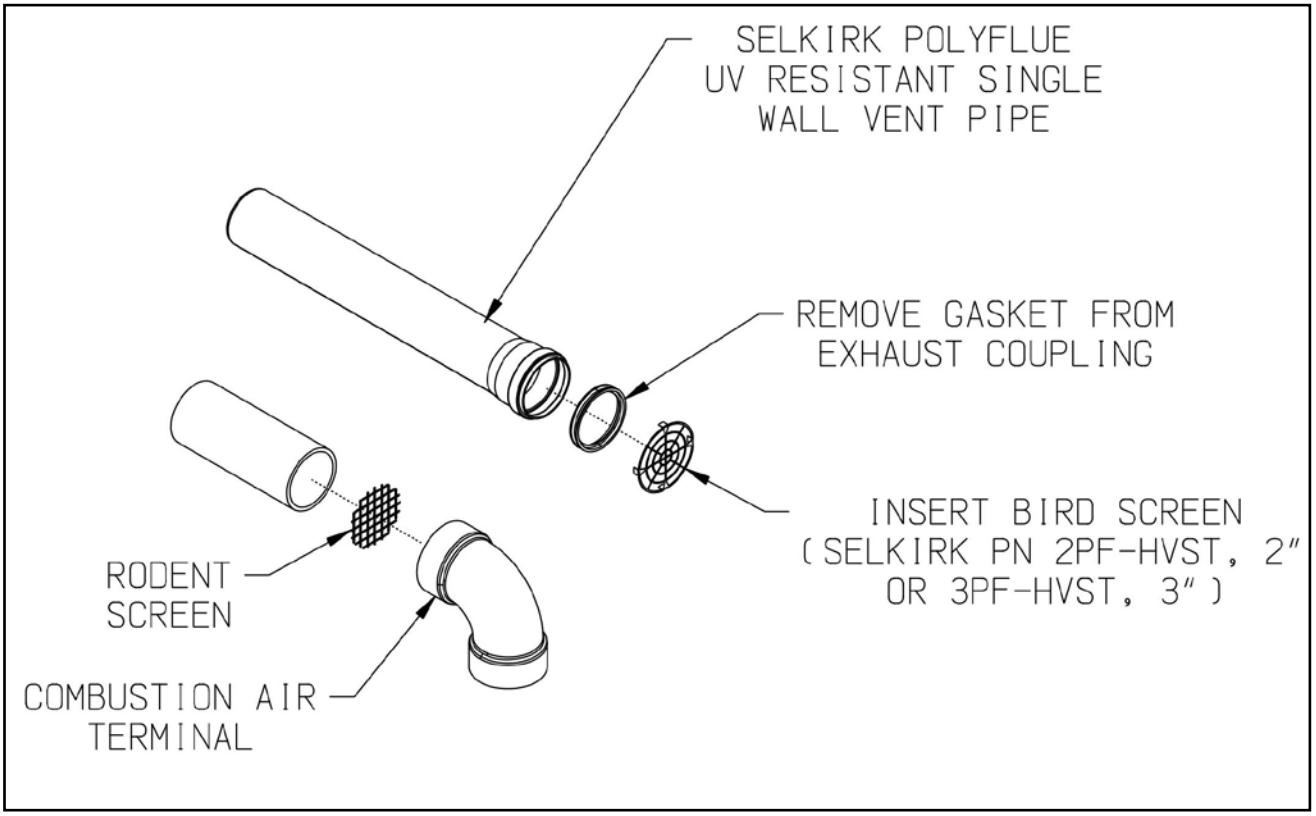

Figure 7.41: Installation of Selkirk Polyflue UV Resistant Single Wall Horizontal Terminal
a. See Figure 7.41 for proper orientation of twin pipe horizontal terminals. Outer edge of exhaust coupling must be 10" or less from the wall surface. (Figure 7.9)